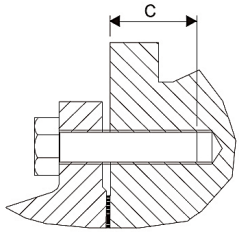

Afb. 7 | Inschroeflengte C
- Schroeven volgens ISO 4014 (zie afb. 7 en tabel 3)